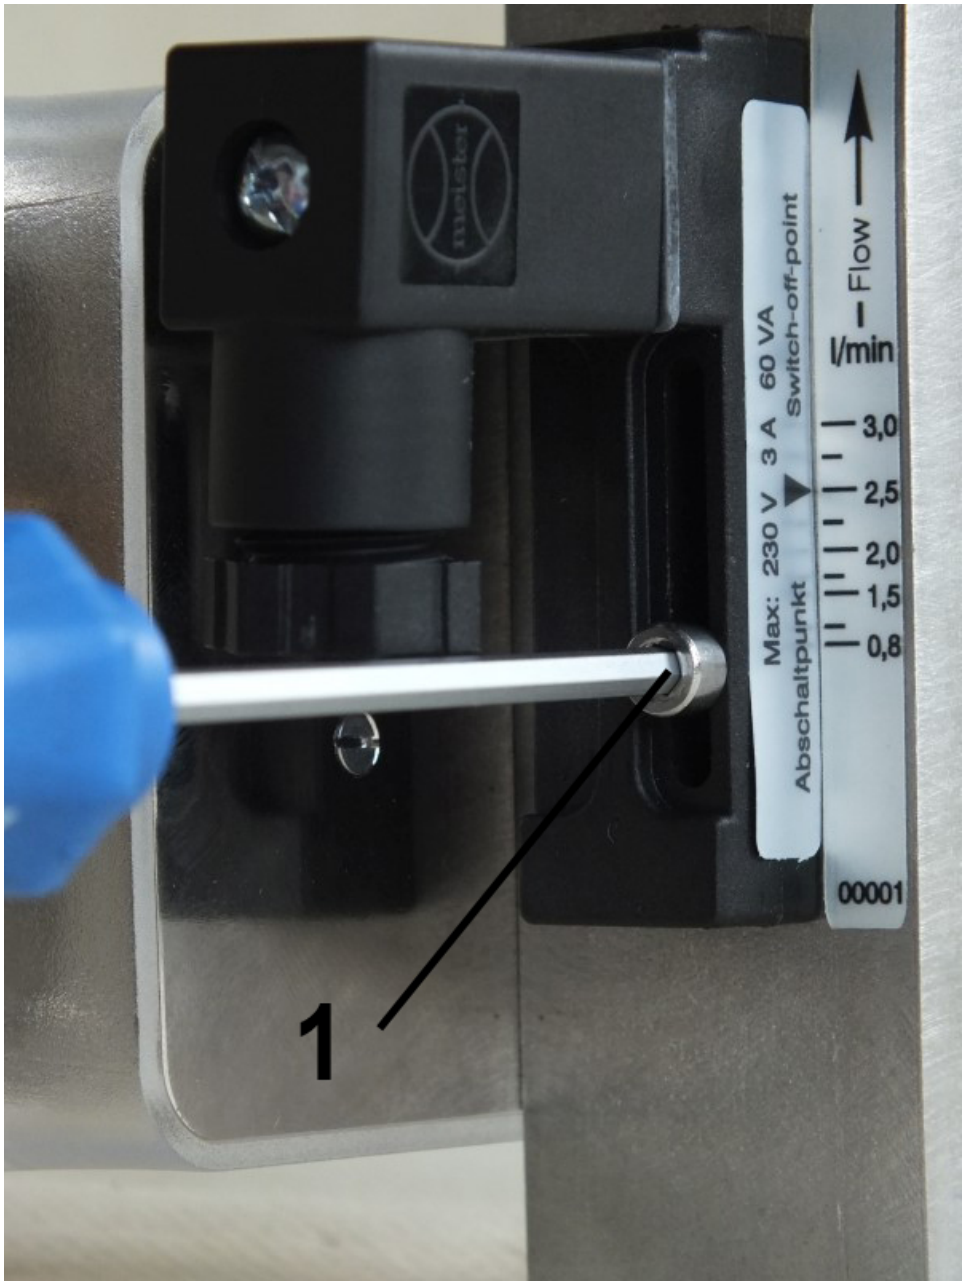

Fig. 33: Loosen set screw
1. Loosen the switch contact set screw (*Fig. 33*/1) using a hex screwdriver.
3. Re-tighten the switch contact set screw (*Fig. 33*/1) using a hex screwdriver. Observe the correct tightening torque.